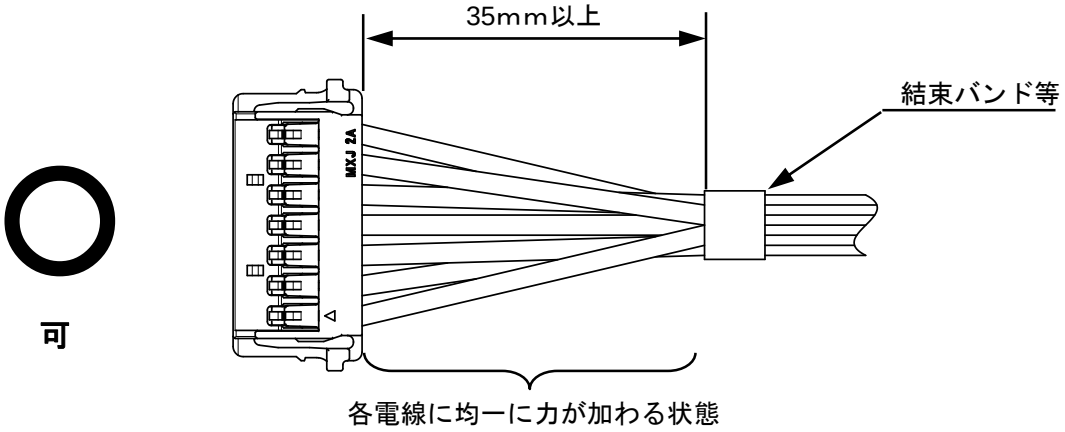

Fig.7-1　適切なハーネス結束状態
① 電線の結束は、コネクタから 35mm 以上のところで、電線に加わる力が均一になるようにして下さい。（**Fig.7-1**）